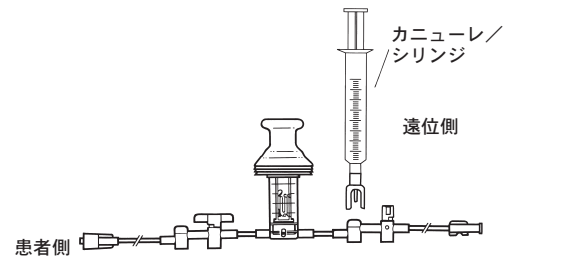

図17　VAMP Jr. ラインのフラッシュ
g. カニューレ／シリンジを遠位側アクセス／フラッシュサイト(Zサイト)に差し込みます（図17）。